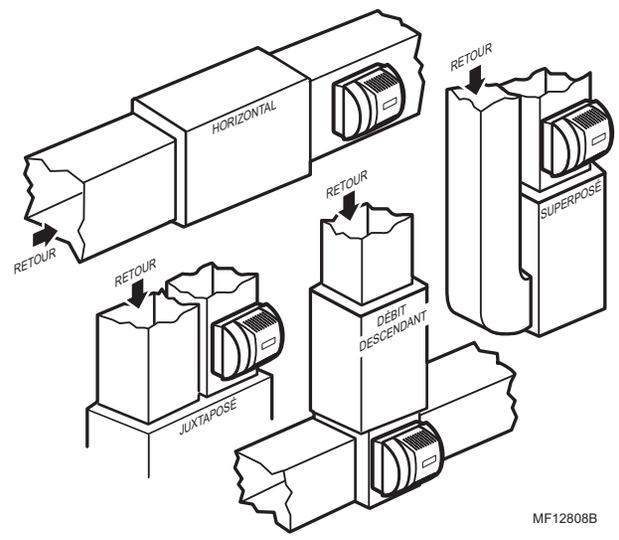

Fig. 1. Emplacements types de l'humidificateur.
1. Déterminer le meilleur emplacement pour l'humidificateur et tracer une ligne de niveau sur le plénum. Voir les Fig. 1 et 2.